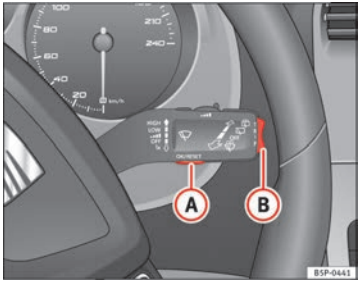

Fig. 47 Windscreen wiper lever (MFI): button A to confirm the menu selection and rocker switch B to change the menu ▶
– Select the option **Vehicle status** from the main menu: "Main menu" and press button OK on the windscreen wiper lever (A) ⇒ Fig. 47. **or**